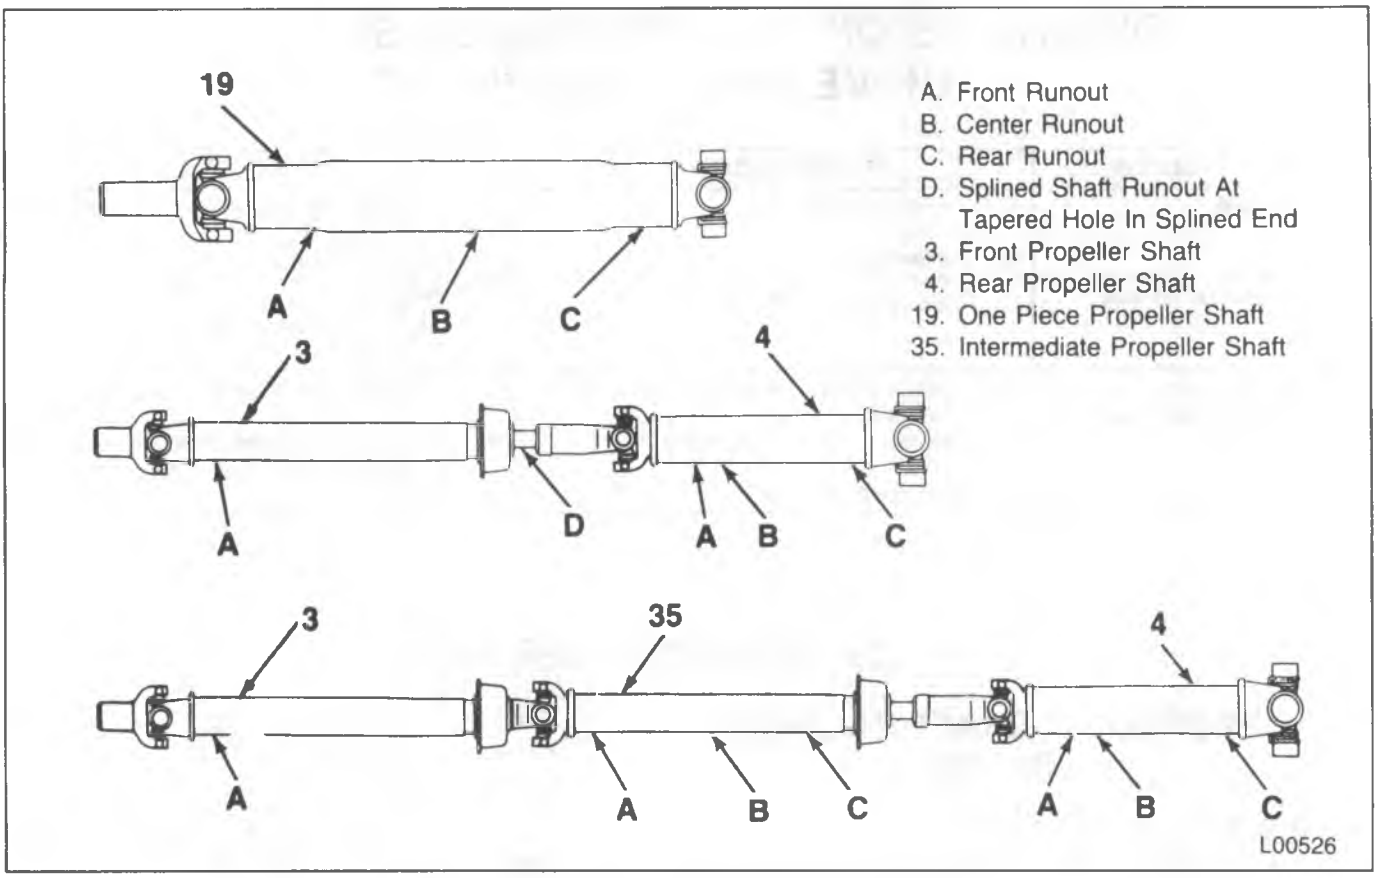

Figure 5 – Checking Propeller Shaft Runout
3. Take dial indicator readings at the propeller shaft check points shown in figure 5. For runout specifications, refer to figure 6.
- One-piece: Measure the runout at the points shown in figure 5. If runout exceeds specifications, rotate the propeller shaft 180 degrees at the pinion flange and install. Check the runout again.
- Two-piece: Measure the rear propeller shaft runout (figure 5). Reference mark the position of the rear propeller shaft yoke to the pinion flange, then remove the rear propeller shaft and measure the front propeller shaft runout, both on the tube and at the tapered hole on the splined end (figure 5). If the runout exceeds specifications, rotate the rear propeller shaft 180 degrees at the pinion flange and install. Check the runout again.